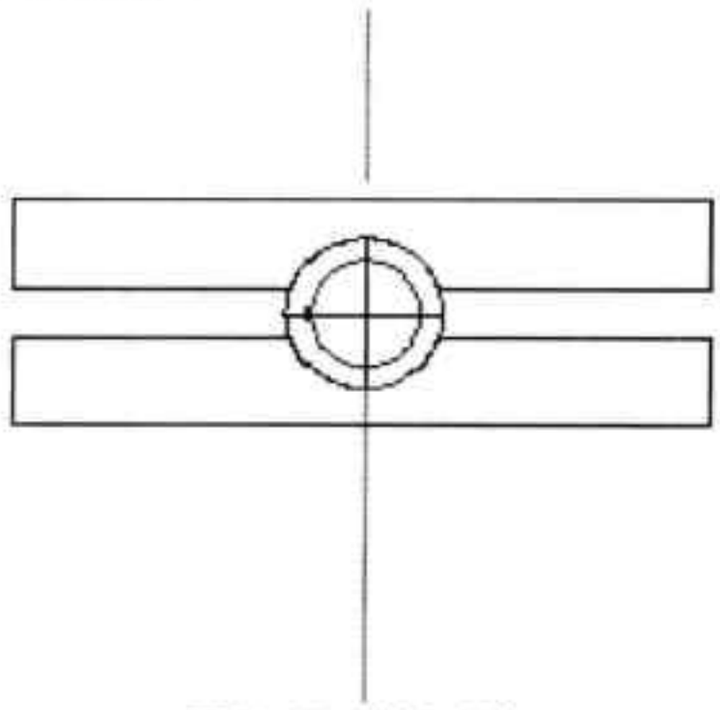

图21-30 创建球体
Step 15 将工作空间切换为“三维建模”工作空间，执行“球体”命令，在面域中间添加球体，如图 21-30 所示。